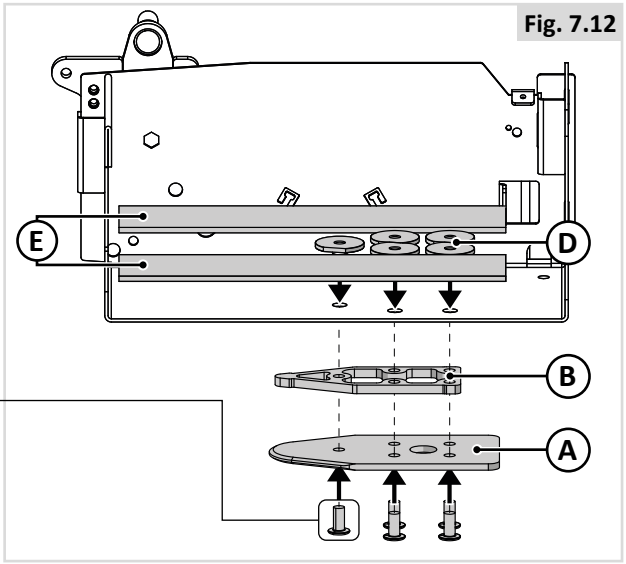

Fig. 7.12
Montieren Sie die fünf Schrauben (M8), die Sicherungsplatte (A) und das Distanzstück (B) (an der Unterseite des Fahrgestells), sowie die Spezialmuttern (D) und Distanzstücke aus Kunststoff (E) (im Inneren des Fahrgestells) (Fig. 7.12).